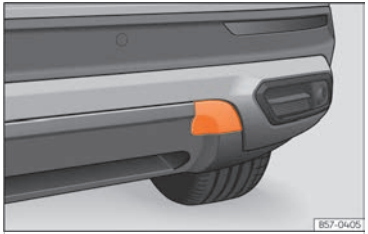

Fig. 199 Rear bumper on right: remove the lid.
The housing of the screw towing eye is on the right side of the rear bumper behind a lid ››› Fig. 199.
- Press the upper side of the lid ››› Fig. 199 to unclip it.